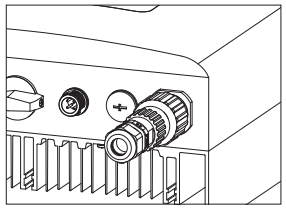

图4.20 交流连接器连接到逆变器
d) 将交流电网终端连接到逆变器上，将端子头向右旋转，听到轻微的咔哒声表示连接妥当（如图4.20）。